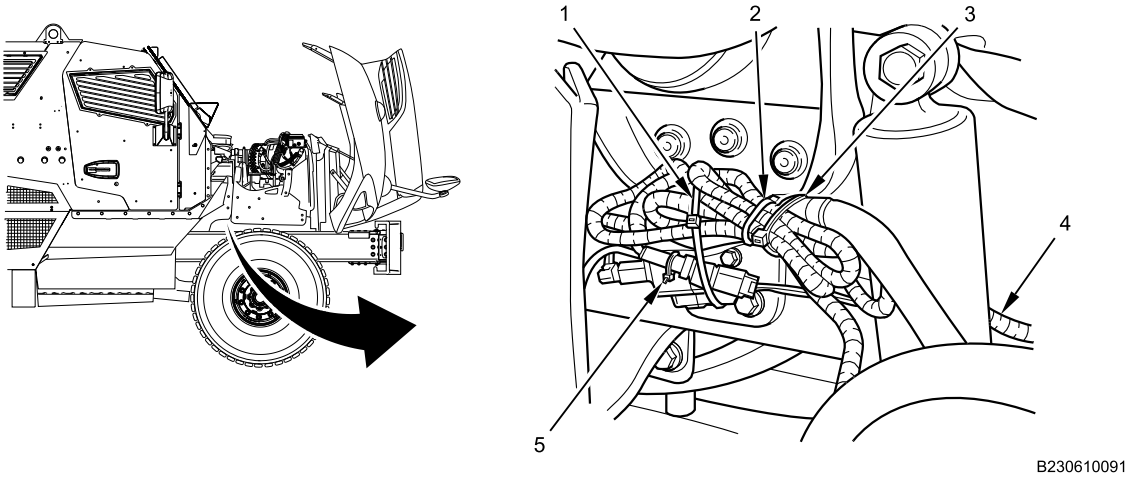

Figure 12. Right ABS Modulator Cable Lock Straps.
21. Remove and discard four cable lock straps (Figure 12, Item 1, 2, 3 and 5) fastening forward chassis harness (Figure 12, Item 4) together.